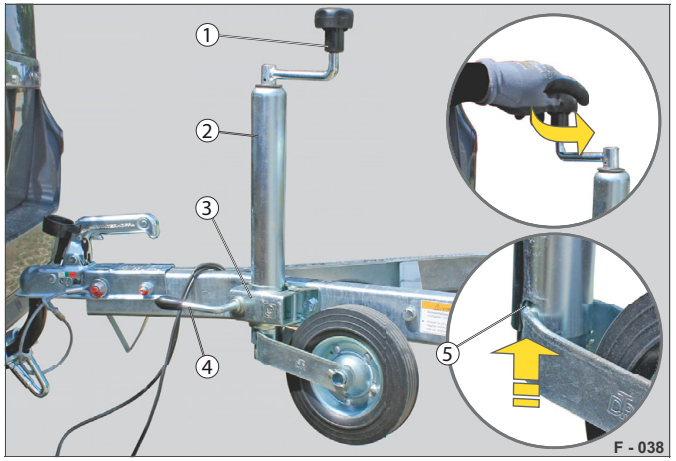

Abb. 12 Jízdní poloha
▶ Vytočte klikou podpěrné kolo úplně nahoru tak, aby hlava pojistného kolíčku (Abb. 12/5) zapadla do drážky na válci (Abb. 12/2).
▶ Otočte kulovou rukojeť (Abb. 12/4) nahoru a vytáhněte válec nahoru.
▶ Překontrolujte, zda svorka (Abb. 12/3) pevně svírá válec.